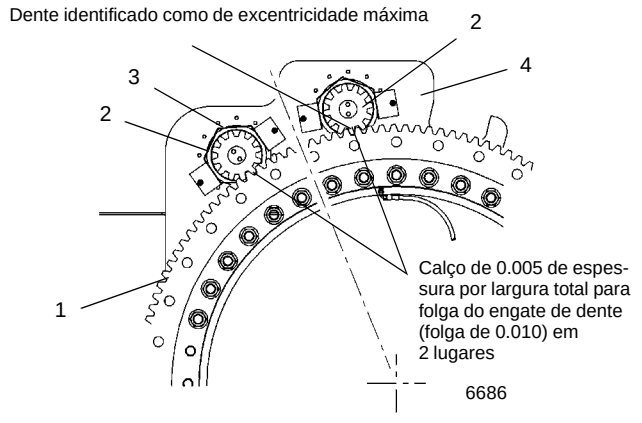

FIGURA 6-4
5. Oriente a engrenagem de coroa de forma que seu ponto de excentricidade máxima (“ponto superior”) esteja localizado entre os acionamentos do giro. Posicione os acionamentos do giro de forma que o pinhão fique centralizado no recorte na placa da base e as entradas do motor fiquem voltadas para o lado externo (Figura 6-4).